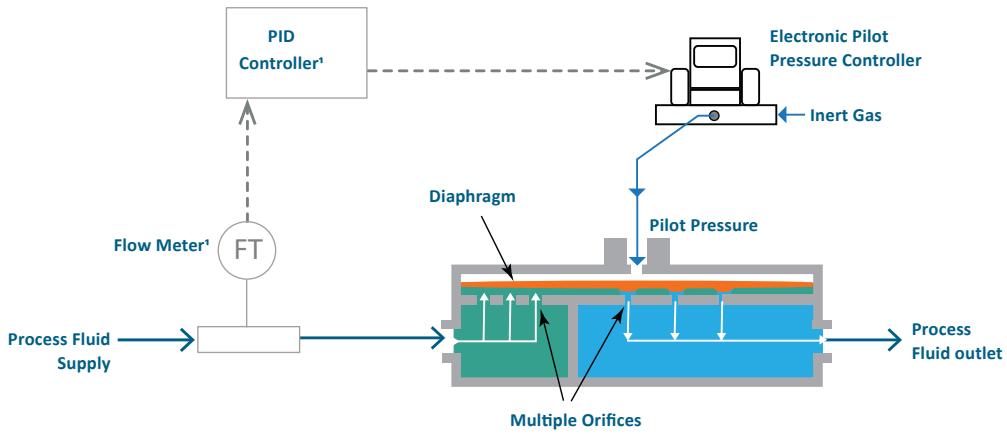
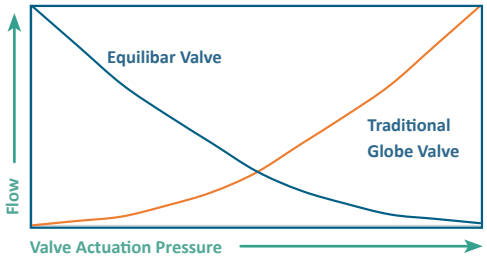

Fig. 1 Schematic of how the Equilibar regulator works in flow control
Fig. 2: Flow Response to Actuation Pressure for Traditional Flow Control Valve and an Equilibar Valve
In a flow control configuration, the Equilibar® flow control valve (FCV) uses an electronic pilot pressure controller and a flow meter in a control loop. **See Fig. 1**. A proportional-integral-derivative (PID) controller monitors input from a flow transmitter (FT) and adjusts the pilot pressure to control flow. An electronic pressure controller translates the electronic signal from the PID into a pressure signal for the pilot pressure. Flow is decreased by raising the pilot pressure and increased by lowering the pilot pressure. **See Fig. 2.**
When using the Equilibar FCV, pressure and flow have an inverse relationship, so the control scheme will be set up differently then typical control valves. In flow applications, the PID loop must be used in ***direct mode*** instead of the more common inverse mode used by traditional control valves. Pressure must be ***increased*** in response to an ***increase*** in flow. Opposite flow responses of a traditional globe control valve (red) and an Equilibar FCV (blue) in response to actuation pressure are represented in Fig. 2.